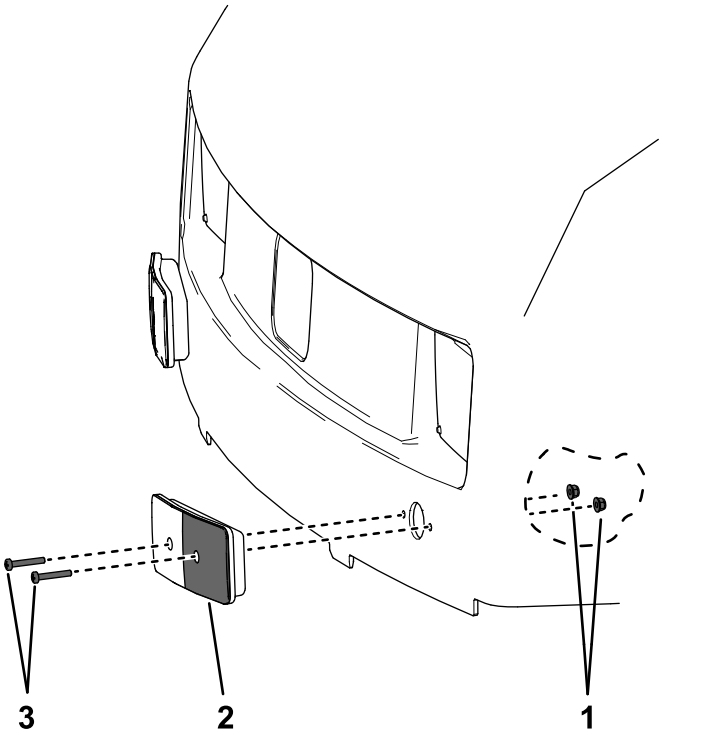

Figur 4
A. Sett to stjerneskruer gjennom lyset og inn i de ytterste hullene på 6 mm i panseret (Figur 4).
B. Fest skruene ved hjelp av flensmutterne (Figur 4).